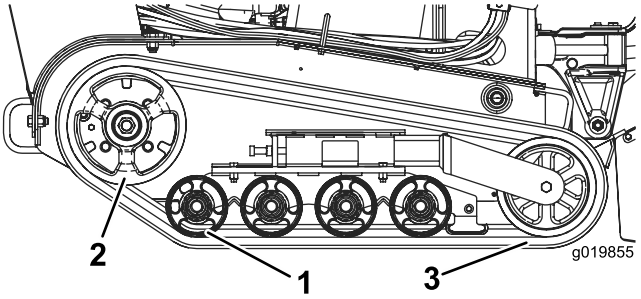

Figur 46
**Viktigt: Rengör hjulen och drevet helt och hållet (Figur 46).**
8. Börja vid drevet och dra det nya larvbandet runt det. Kontrollera att tapparna på larvbandets insida passar in mellan distansbrickorna på drevet (Figur 46).
9. Tryck in larvbandet under och mellan de bakre och mellersta väghjulen (Figur 46).